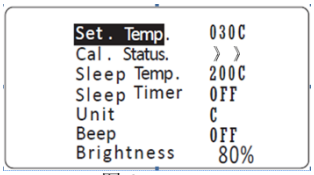

图.8
3.4 当Cal. Starus显示“ 》 》 ” (见图8)，表示焊台温度向上调整已经达限制或校温幅度过大，出于机器安全考虑，此时无法再继续向上调整温度，但可向下调整。